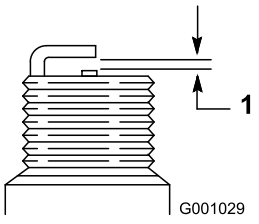

Рисунок 51
4. На новой свече установите зазор между электродами, равный 0,76 мм (Рисунок 51).